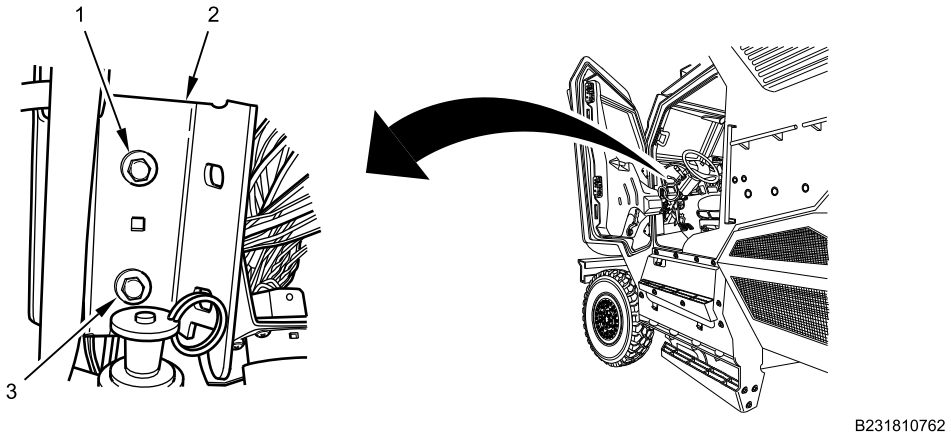

Figure 14. Left IP Mounting Bolts.
20. Remove left IP bracket bolts (Figure 14, Item 1 and 3) from left IP bracket (Figure 14, Item 2).